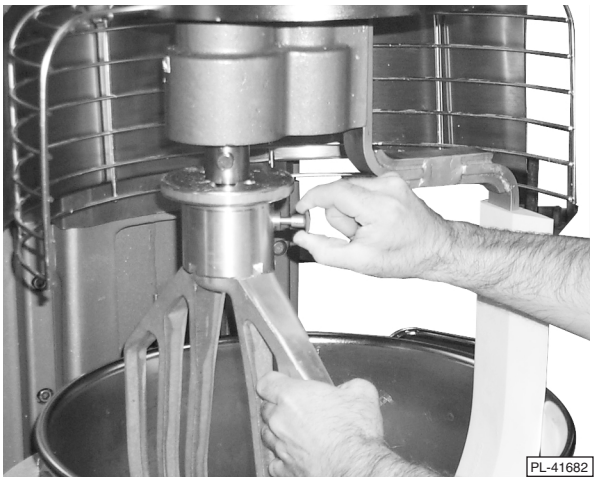

Fig. 10
4. Remove beater (if attached) by pulling the plunger as shown in Fig. 10.